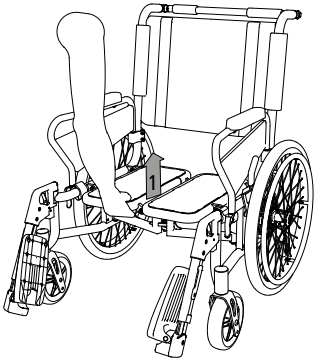

afb. 29
5. Ga nu voor de rolstoel staan en trek vervolgens een van de zitvlakken in het midden omhoog. De zitvlakken vormen nu een licht hoek naar boven (1, afb. 29).